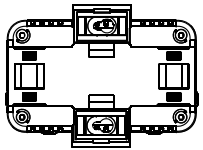

Рис. 5
1. Установите крепежные вставки не задвигая их до упора. Вставки устанавливаются в пазы на широкой стороне корпуса с тыльной стороны прибора Рис. 5.